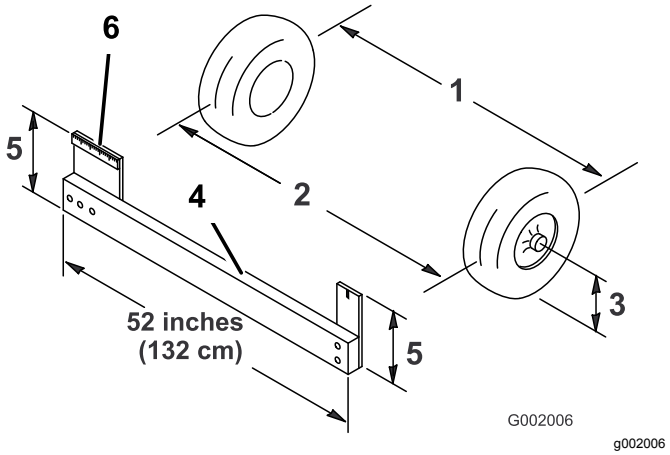

**Rysunek 48**
4. Zmierz odległość między obydwoma oponami kół przednich na wysokości osi z przedniej oraz tylnej strony kół przednich (Rysunek 48).
**Informacja:** Do zmierzenia tylnej strony przednich kół na wysokości osi niezbędny jest przymiar. Użyj tego samego przymiaru do dokładnego zmierzenia przedniej strony przednich kół na wysokości osi (Rysunek 48).